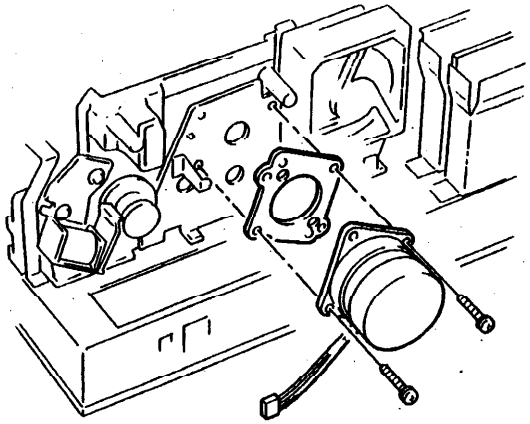

Рис. 1. Двигатель принтера
5. Отвинтите два винта, крепящие двигатель принтера к раме аппарата (Рис. 1).